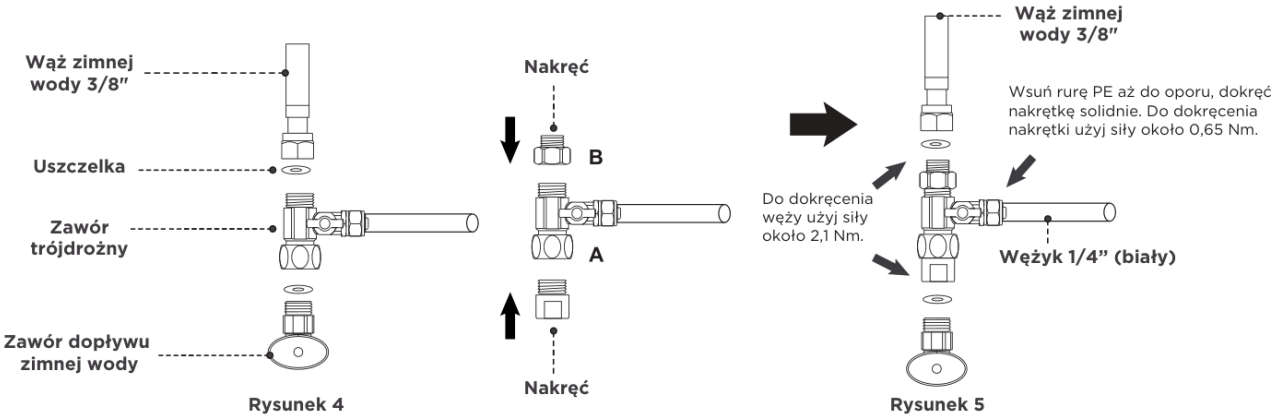

Rys. 5. Montaż zaworu trójdrożnego: kolejność elementów, redukcje A i B oraz siła dokręcania połączeń
- Do dopasowania średnicy przyłącza służą dwie redukcje (A i B na rys. 5). Jeśli przyłącze zimnej wody nie ma średnicy 1/2″, producent zaleca odkręcenie obu redukcji od zaworu przed jego montażem.